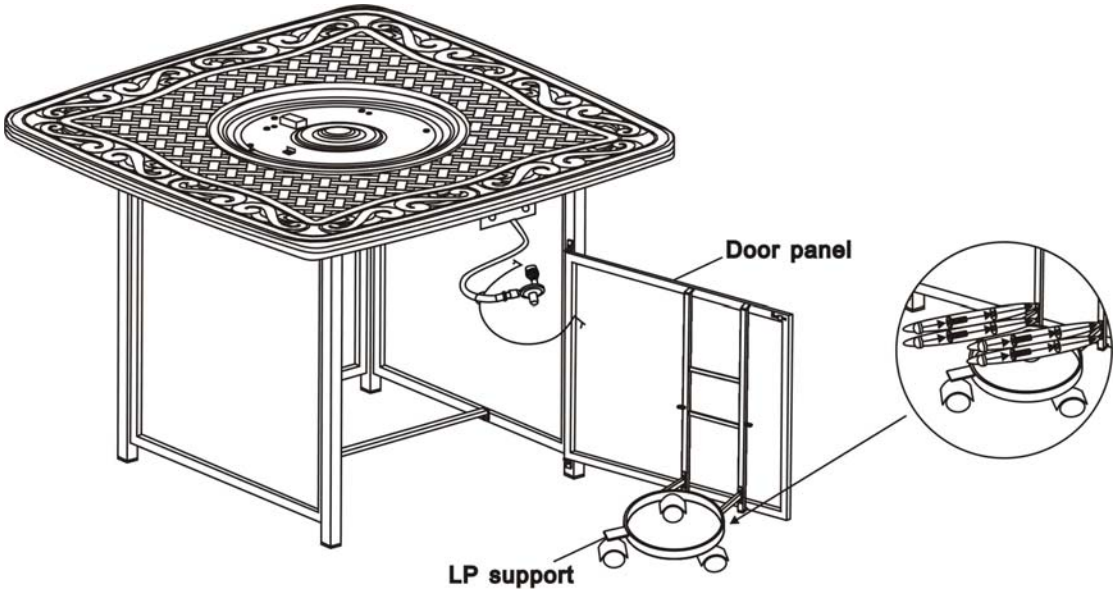

Figure 7
7. Attach the LP support the to door panel by using four 1/4"x15 mm bolts and washers as shown in Figure 7. **Do not over tighten.**